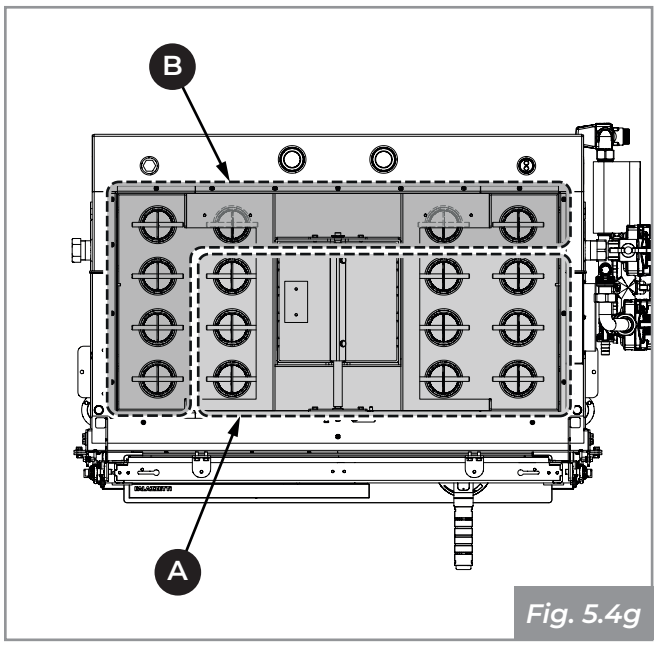

Fig. 5.4g
- Estrarre tutti i turbolatori dall'alto **(A - Fig. 5.4g)**, ad esclusione dei quattro posteriori e dei tre sul lato opposto all'impianto idraulico, che andranno smontati dal basso **(B - Fig. 5.4g)**;